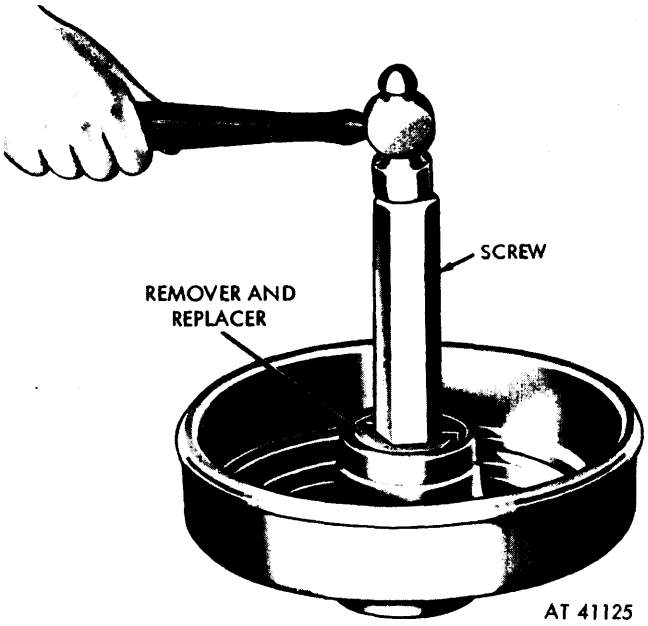

Figure 4-4. Installing bearing cup with remover and replacer and remover and replacer screw.
(3) *Remove the two bearing cups* (fig. 4-4). Insert the bearing cup remover and replacer (2, fig. C-22) as shown in figure 4-4, into the wheel hub behind the bearing cup to be removed. Spread the two halves apart and insert the remover and replacer screw (3, fig. C-22), as shown in figure 4-4, The screw should be inserted through the hub) opening from behind. The screw serves to expand the remover and provides an extension for tapping. Using a plastic or lead mallet, tap on the screw and force the clip out of the hub.
(2) *Install bearing cups* (fig. 4-4). Slip the bearing cup over the bearing cup remover and replacer (2, fig. C-22) as shown in figure 4-4, so that the large end of the inside diameter is against the replacer shouder. Insert removr and replacer screw (3, fig. C-22) as shown in figure 4-4. spreading the replacer. Start the cup into the hub and move it into place by tapping on the end of the screw with a plastic or lead mallet.